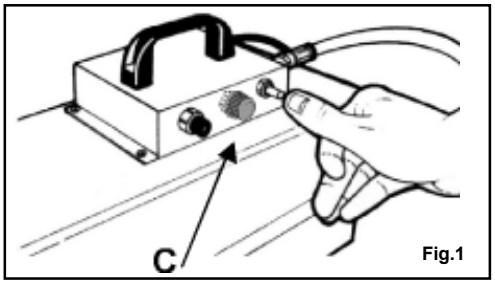

Fig.1
1. Open de propaangasfles (zie afb.1).